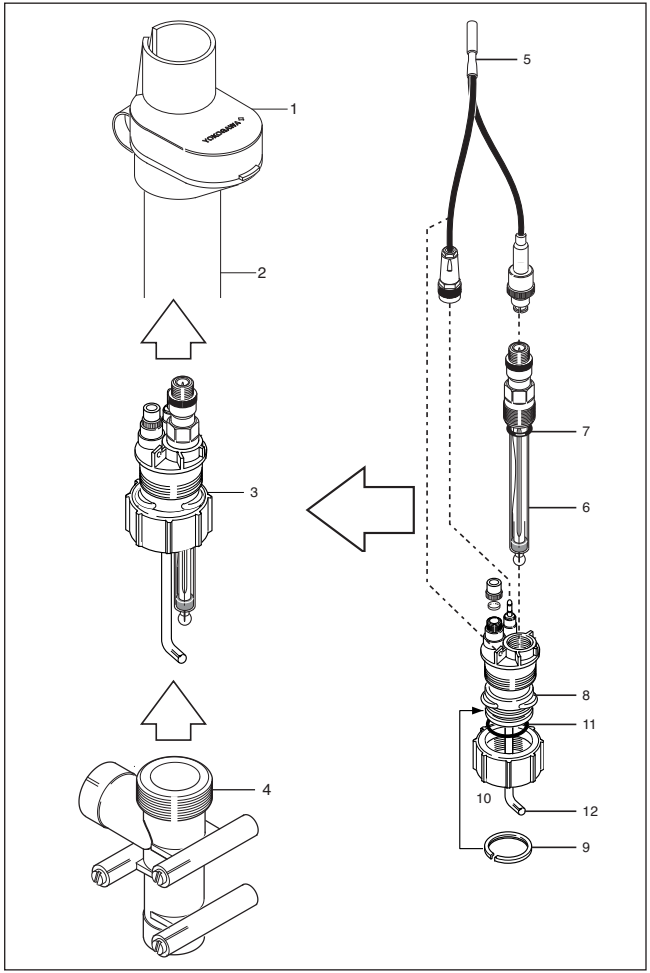
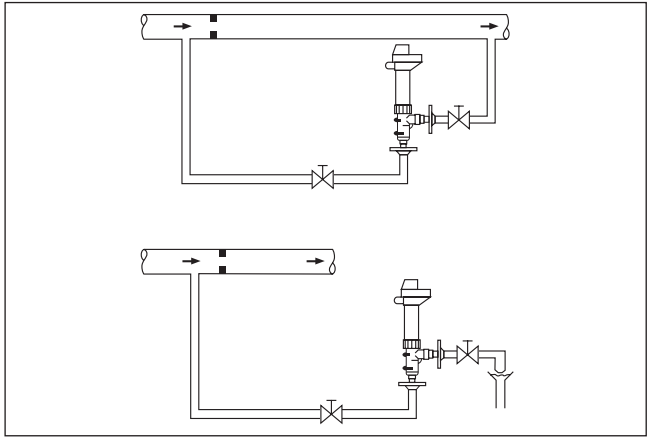
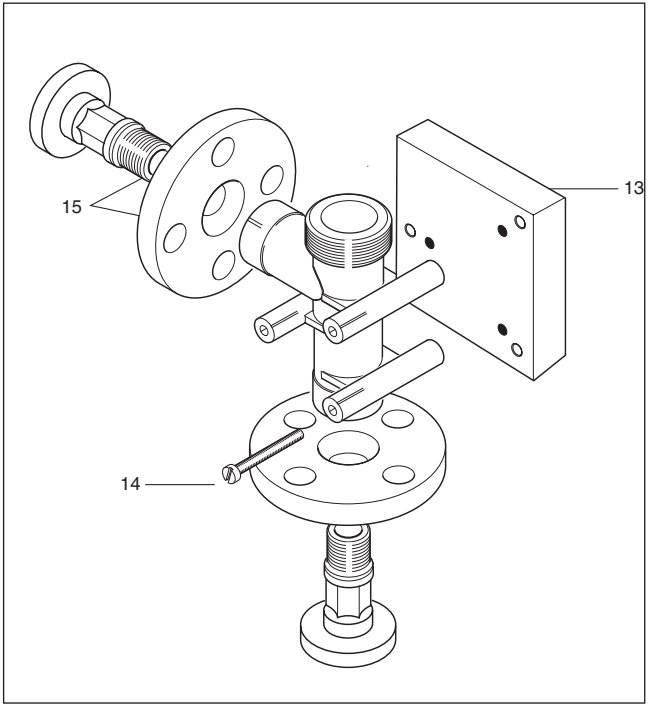
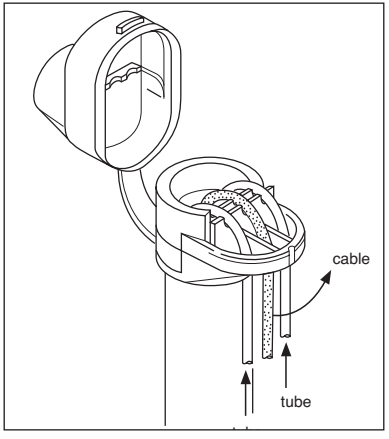

Figure 13. Exploded view flow fitting
Figure 14. On-line measurement examples
Figure 15. Exploded view PF20
Figure 17. Tubing and cabling leads
The EXA Compact flow system is ideal for installation in a by-pass circulation pipe line of a tank or fast sample loop from a large volume flow line (see fig 14). it has a very small dead volume giving immediate response to changes. By-pass measurement has the advantage of easy isolation. The fitting can be located at a convenient place and level with small diameter pipe-lines connected to the vessel.
no.1, 2, 3, 4 and 5 (see figure 13 and table 1) and (when ordered) the optional parts: no. 13, 14 and 15 (see figure 15 and table 1) are delivered and in accordance with the modelcode.
Table 1, PF20: Parts and Options (see fig.13 and 15)
- The Flow Probe is ideal for installation in a bypass (circulation) line or sample loop from a large volume flow line. Preferably the Flow Probe should be mounted between 2 isolation valves and in a position as indicated in figure 14. Mounted in this way maintenance is easy and in flow conditions the tip of the electrode will always stay wetted.
Mounting (see figures 13 & 15 and table 1)
(1) Push the rubber cap (1) on to the protection hood (2)
(2) Mount the flow vessel (4) in the process, preferably as shown in figure 14. An optional wallmounting plate (13) with 3 bolts (14) and/or flanges with adapters (15) can also be used as shown in figure 15. (Attention: the screwthread of the flange adapters has to be taped before screwing into the flow vessel).
(3) Open the rubbercap and guide the combination cable (5) through the protection hood.
(4) Screw the electrode (6) with “O”-ring (7) into the basic holder (3).
(5) a. Connect the combination cable (5) onto the electrode and liquid earth connector of the basic holder (see figure 13).
(6) When using an EXA Compact Probe with chemical cleaning or with a flow electrode: see §5 and 6 respectively.
(7) Push the protection hood onto the rubber clamping ring to fix it at the basic holder.
(8) Pull at the cable and clamp it into the middle ‘hole’ (cut out) of the rubber cap (see figure 17). Close the rubber cap.
(9) a. (***Attention:*** check if the “O”-ring (11) is still in place in the basic holder).
b. Fix the basic holder at the flow vessel by screwing the fixing nut (10) ***handtight*** on the flow vessel.
Maintenance (see fig.13)
(1) By simply unscrewing the fixing nut (10) and lifting up the basic holder from the flowvessel, the electrode is accesible for calibration or inspection.
(2) To get access to the connections at the top of the basic holder, first open the rubber cap and pull the cable upward out of the middle ‘hole’ of the cap (see fig.17). When tubes for KCl or chemical cleaning agent are used they must be pushed upwards through the holes to create space. Then the protection hood with cap can be easily lifted from the basic holder.
(3) Now the electrode can be removed very easily without twisting the cable by unscrewing the PG 13.5 nut at the electrode. (***Attention:*** the “O”-ring at the electrode should be replaced regularly to prevent leakage).
(4) All “O”-rings at the basic holder should be checked frequently to ensure a proper watertight sealing.